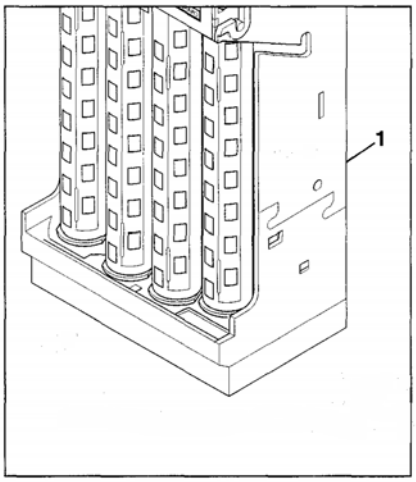

Рис. 13: Ослабление крепящего винта.
- Ослабьте крепящий винт (1) канала приемника денег с правой стороны корпуса (рис. 13).